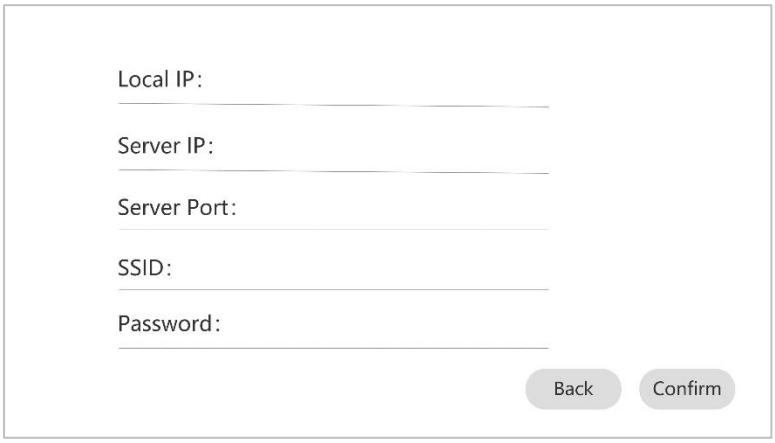

Figure 2-26 IP Settings
2) The IP Settings page will appear as in Figure 2-26